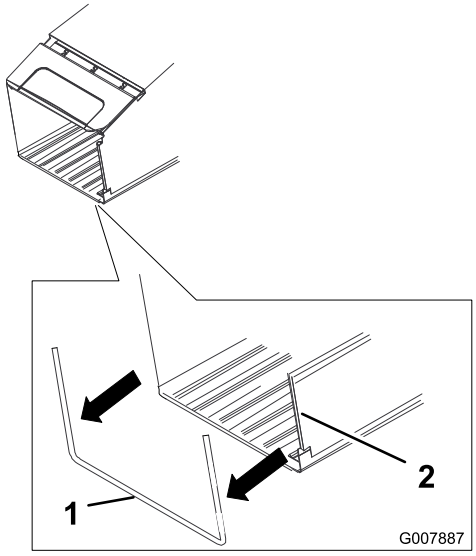

Figur 6
1. Fest de to sidekanalene på gressposen til gressposerammen, som vist i Figur 6.